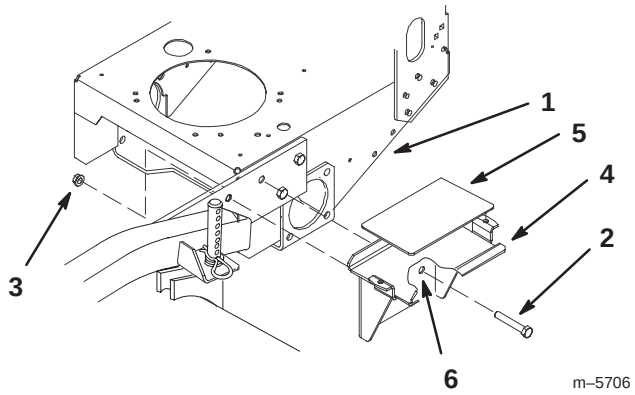

Figure 2
5. Mount battery holder to the left side of machine with 2 bolts (1/2 x 1–3/4 in.) and 2 nuts (1/2 in.) (Fig 2).
6. Peel off backing from battery pad and affix pad to battery holder (Fig 2). Rubber battery pad should be centered on battery holder.